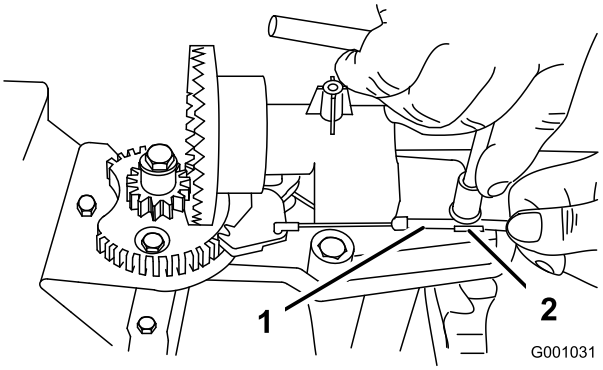
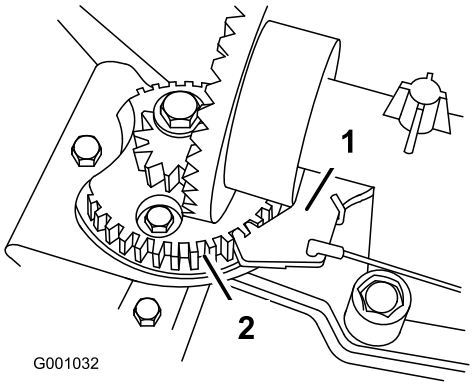

Figur 53
Figur 54
2. Lossa bulten på kabelklämman (Figur 53).
3. Ta tag i kabelledningen och för den mot maskinens främre del tills spärrhaken på utkastaren helt hakar in i kugghjulets kuggar (Figur 53 och Figur 54).
Obs: Spärrhaken är fjäderupphängd och kommer att röra sig in i kuggarna på kugghjulet av sig själv (Figur 54).